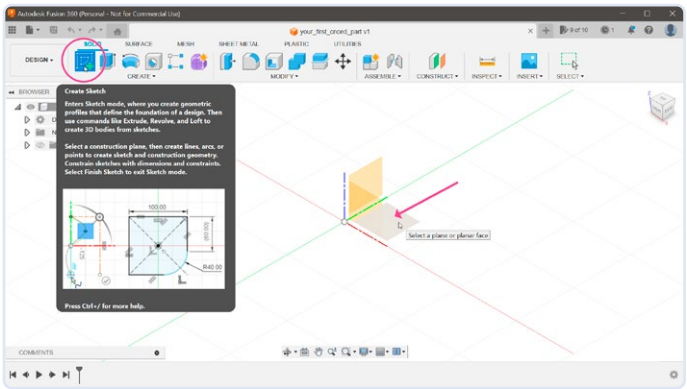

Figuur 1. Eerste stappen voor het plaatsen van je sketch (alle screenshots: Autodesk).
1. De eerste stap bij het maken van een 3D-model is beginnen met een 2D-tekening, een zogenaamde Sketch (**figuur 1**). Klik in Fusion 360 op de knop *Create Sketch* op de werkbalk en selecteer een vlak waarop de schets geplaatst moet worden. Aangezien onze behuizing naar boven wordt geëxtrudeerd, is het logisch om de schets op het onderste vlak in de 3D-ruimte te plaatsen.